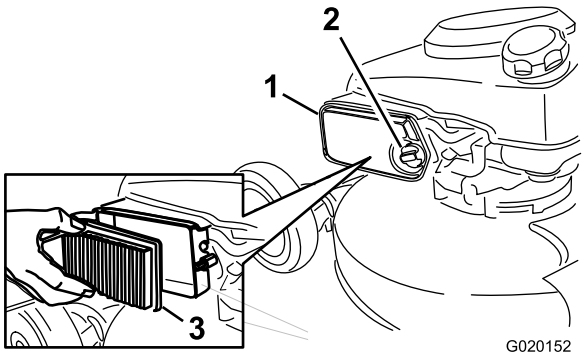

Figure 15
2. Dévissez et ouvrez le couvercle du filtre à air (Figure 15).